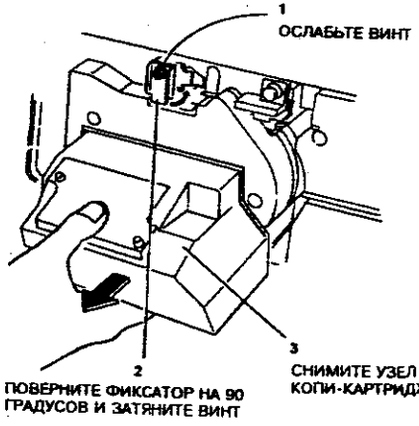

**Рисунок 2. Снятие копи-картриджа**
4. (Рисунок 2) Снимите узел копи-кар триджа.